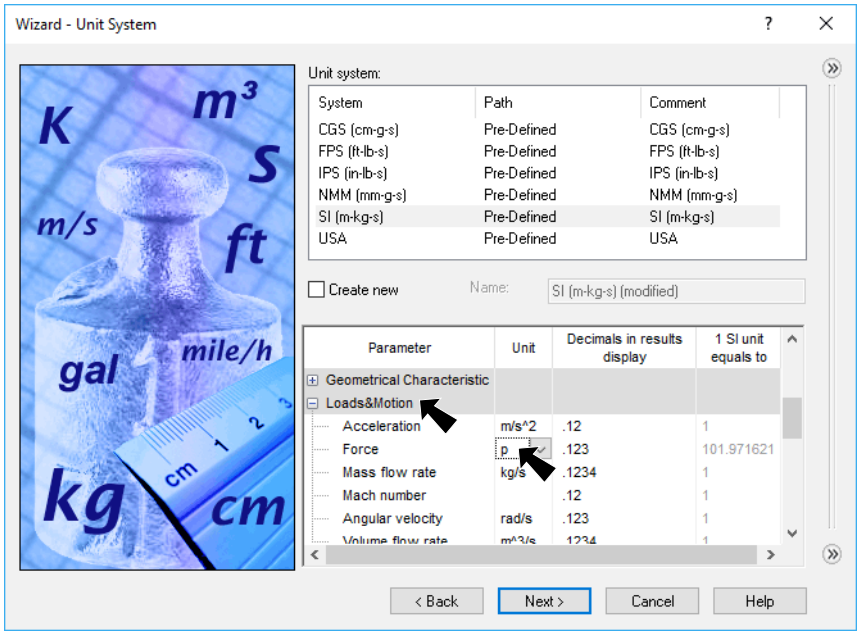

Fig. 4
Step 7. Scroll down Parameters, expand **Loads & Motion** and set **Force** units to **Gram force**, **Fig. 4**. Gram force unit is p.